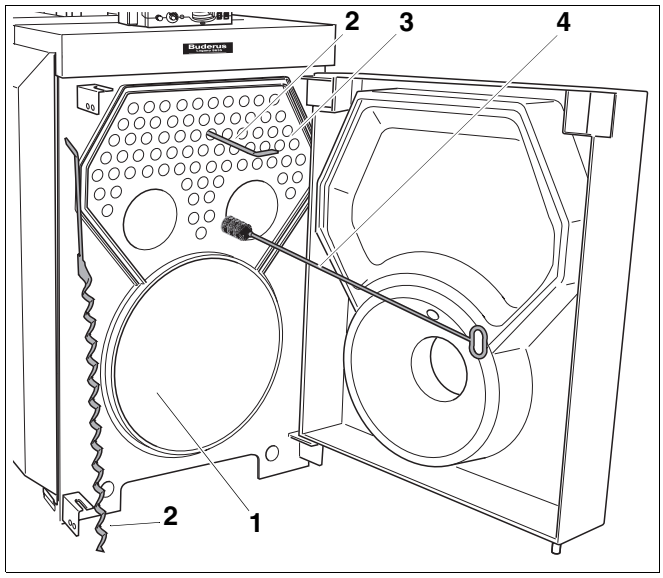
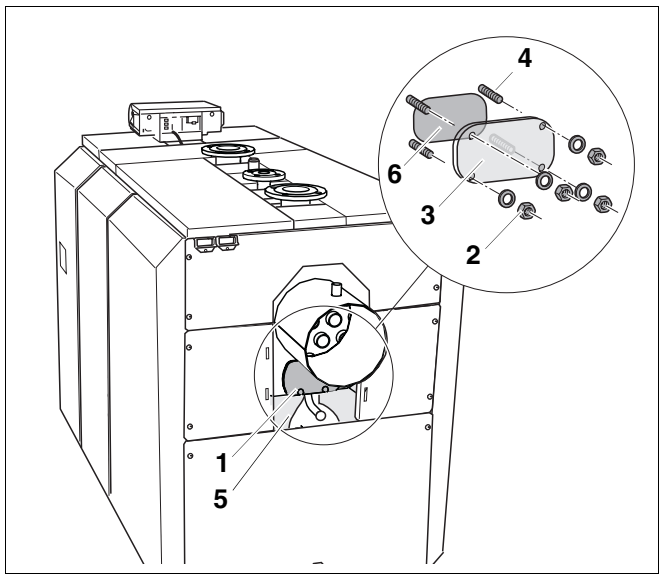

Fig. 51 Pulizia delle superfici di scambio termico
Fig. 53 Rimozione del coperchio di pulizia
- Rimuovere i turbolatori (fig. 51, **pos. 2**) dai tubi di scambio termico secondario (fig. 51, **pos. 3**).
- Pulire i turbolatori (fig. 51, **pos. 2**).
Spingete a fondo la spazzola (fig. 51, **pos. 4**) nei tubi di scambio termico secondario, così la potrete estrarre più facilmente.
- Pulire le superfici di scambio termico della camera di combustione (fig. 51, **pos. 1**) e quelle dei tubi di scambio termico secondario (fig. 51, **pos. 3**) con la spazzola (fig. 51, **pos. 4**).
- Premere leggermente a lato l'isolamento termico del collettore fumi (fig. 53, **pos. 5**) per liberare il coperchio di pulizia.
- Svitare i dadi e le rondelle del coperchio di pulizia (fig. 53, **pos. 2**).
- Rimuovere il coperchio di pulizia del collettore fumi (fig. 53, **pos. 3**).
- Rimuovere i depositi di combustione dalla camera di combustione (fig. 51, pagina 56), dai tiraggi e dal collettore fumi (fig. 53, **pos. 1**).